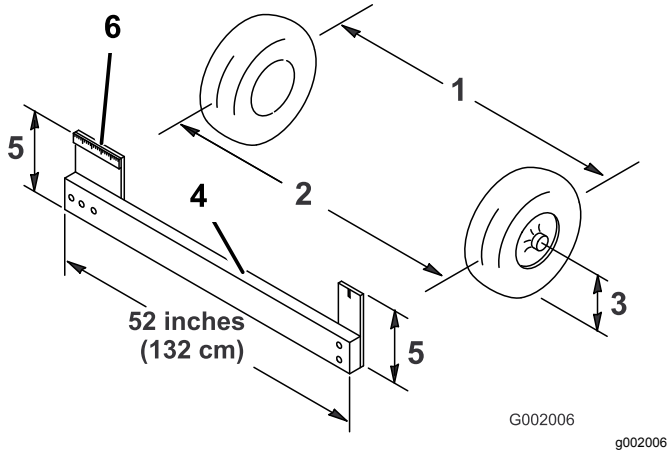

Figur 45
4. Mål avstanden mellom begge forhjulene ved akselhøyde, både foran og bak på forhjulene (Figur 45).
Merk: Du trenger et feste eller en justeringsmåler for å måle baksiden av forhjulene ved akselhøyde. Bruk det samme festet eller den samme justeringsmåleren til å måle fronten av forhjulene ved akselhøyde (Figur 45).